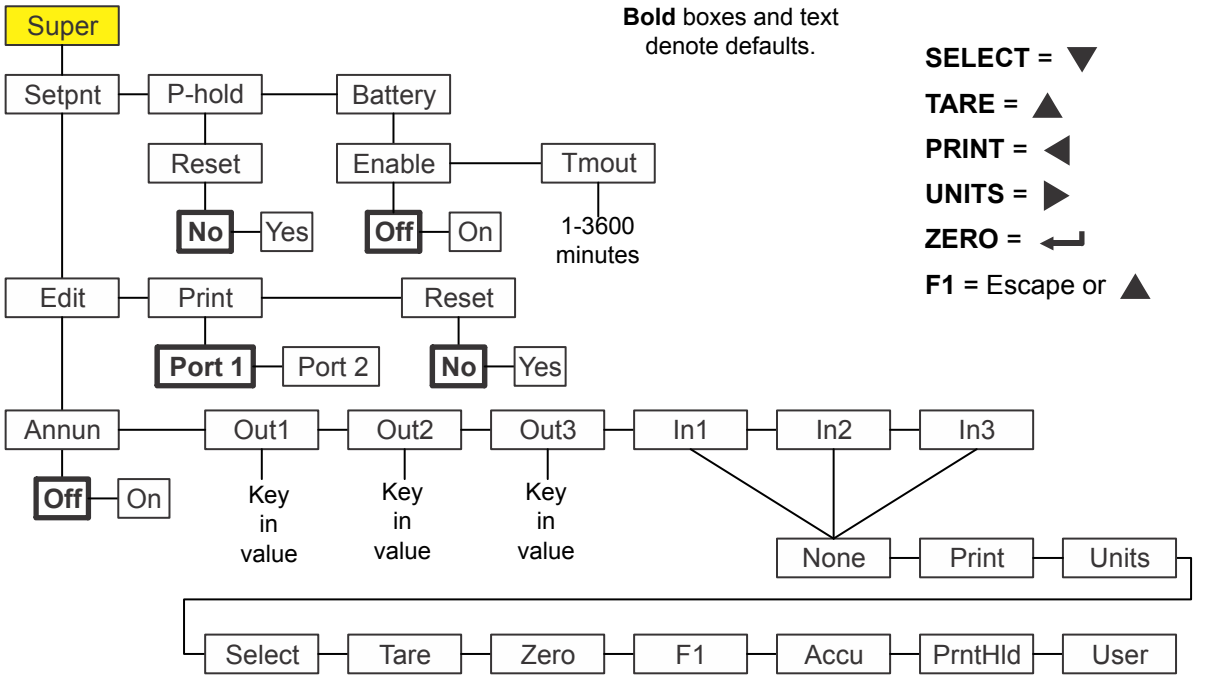

Figure 8.6 Supervisor menu for the Peak Hold application
Figure 8.6 shows the Supervisor menu when you are in the Peak Hold application:
*The **Setpnt** and **bAttErY** submenus in Figure 8.6 are the same as described in General Weighing application supervisor menu on page 40. Go there for information on those submenus. The unique submenus to this application are described below.*